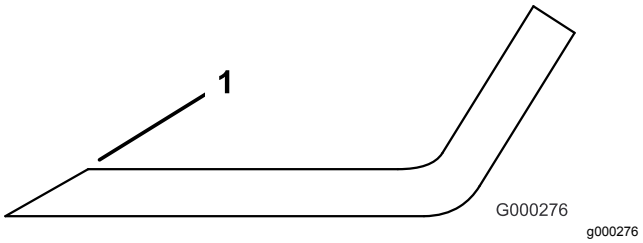

Figur 146
4. Slib skærene, hvis de er sløve eller hakkede (Figur 146).